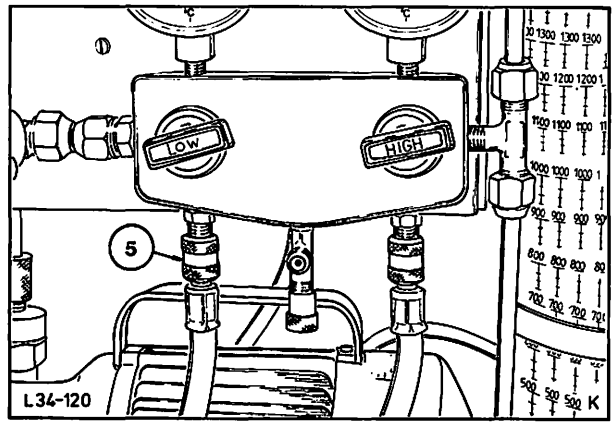
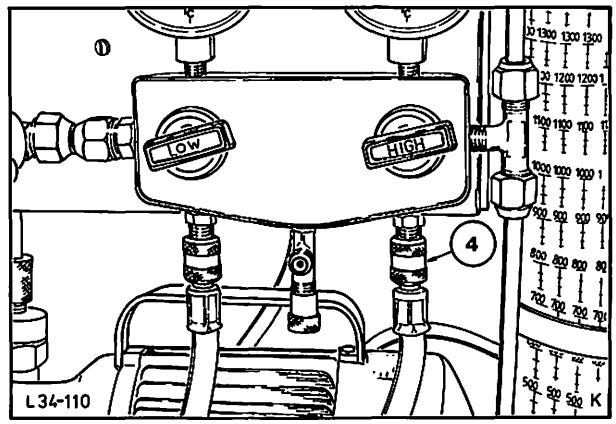

Abb. 38 Niederdruckanschluß (5)
Abb. 39 Hochdruckanschluß (4)
An den Manometern (10) und (11) können auch bei geschlossenen Ventilen (6) und (7) die Arbeitsdrücke auf der Saugseite (ND) und der Druckseite (HD) der Anlage über die Anschlüsse (ND), Abb. 38, und 4 (HD), Abb. 39, gemessen werden.